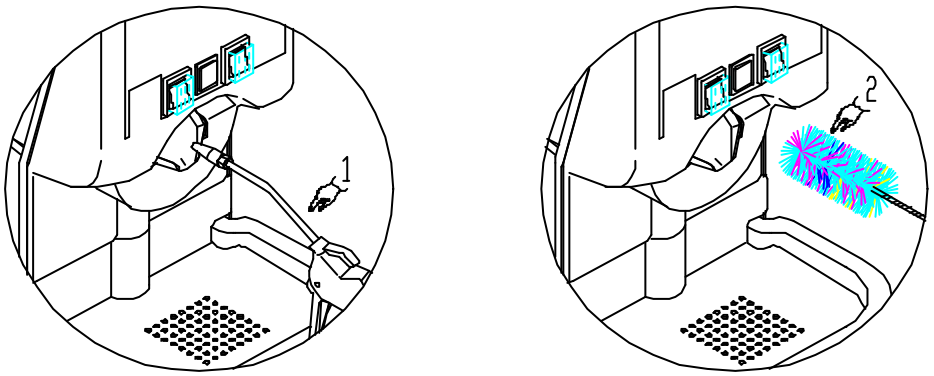

Fig.6.1A
- pulire accuratamente il beccuccio fuoriuscita succo e la copertura di plastica sottostante, utilizzando la pistola *(Pos.1 Fig.6.1A)* e la spazzola *(Pos.2 Fig.6.1A)* in dotazione.